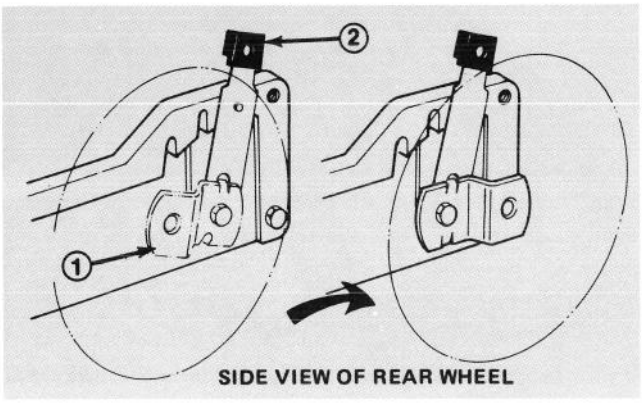

Figure 49
3. Pull the wheel with pivot arm out and move wheel to the rear while maintaining position of spring arm (Fig. 49).